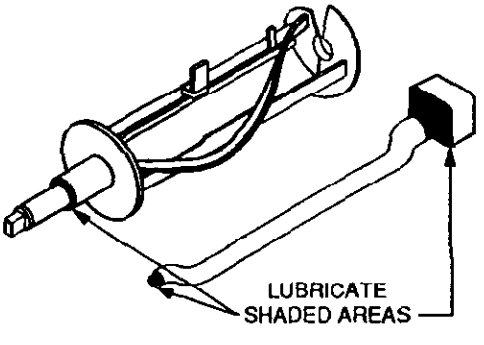

FIGURE 11
2. Lubricate the dasher bearing surface at the front of the stator rod. (See Figure 11) (SEE PAGES 36 & 37 FOR DASHER PARTS).